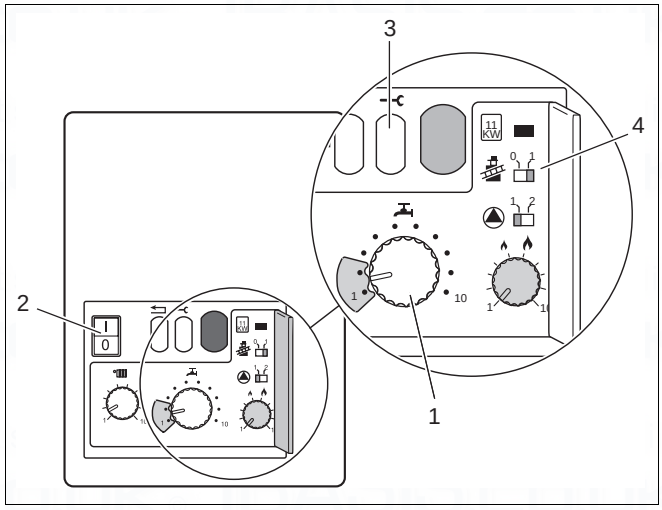

Fig. 21 Mains switch, service button and chimney-sweep switch
- Turn the chimney-sweep switch (fig. 21, item 4) to position “**1**”.
- Turn the power switch (fig. 21, item 2) to position “**I**”. The burner should ignite after about 30 seconds.
- Turn mains power switch (fig. 21, item 2) and chimney-sweep switch (fig. 21, item 4) to “**0**”.
- If the burner has fired after approx. 30 seconds, keep the service button (fig. 21, item 3) pressed until “**Y**” appears on the display.
- Turn the hot-water temperature controller (fig. 21, item 1) to “**1**”.